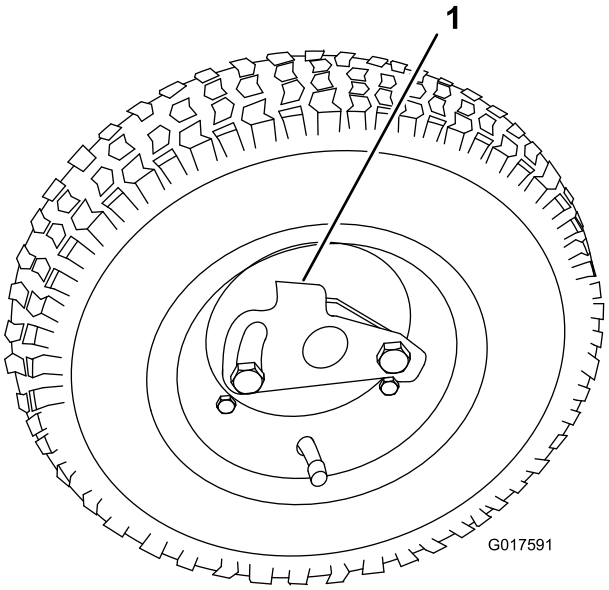

Figur 8
1. Skjut på hjulet på axeln (Figur 8).
2. Sväng hjullåsklämman bort från hjulets mitt så att det kan glida längre in på axeln (Figur 8).